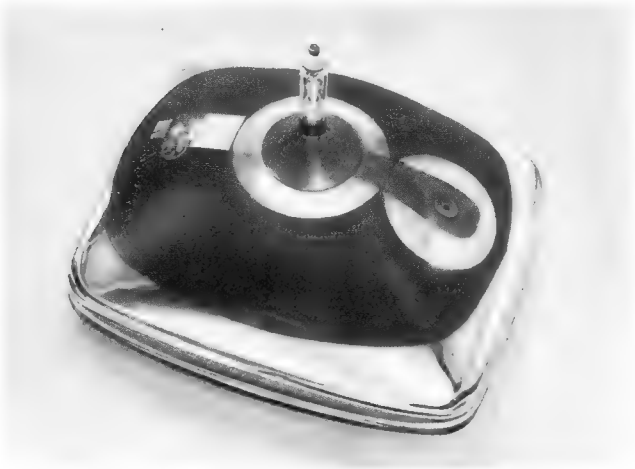

Bild 13. Die Außenschwärzung
3. Tunnel-Diode in Durchlaßrichtung – im Kniepunkt der I_d/U_d-Charakteristik (*Bild 13*)
Aus Bild 13 erklärt sich ohne weiteres diese Verschiebung der beiden Stromanteile. Den Ladungsträgern in den E_2, E_3, E_4 und E_5-Niveaus stehen viele leere Plätze in der p-Schicht gegenüber, gleichzeitig sind die entsprechenden Niveaus in der n-Zone dicht besetzt. Umgekehrt stehen die stark besetzten Energieniveaus der p-Zone einer verbotenen Zone gegenüber, so daß nur ein kleiner Stromübergang aus den schwach besetzten Niveaus der p-Zone zur n-Zone hin möglich ist.
Bild 13. Relative Lage der freien Energieplätze zu den besetzten Plätzen - für Betrieb der Tunnel-Diode im Kniepunkt der I_d/U_d-Charakteristik (Punkt c in Bild 1)
E. Die Außenschwärzung *(Bild 13)*